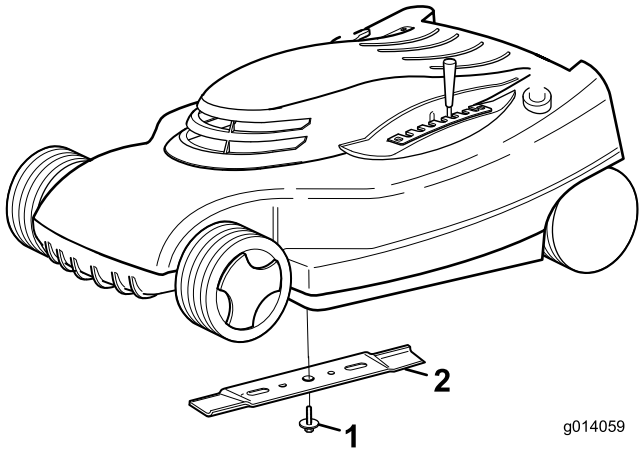

Figur 18
1. Fatta tag i knivens ände (Figur 18) med en trasa eller en tjockt vadderad handske.